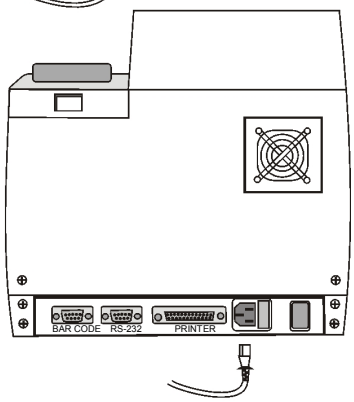

Figure 2-14
2.3.10 Install power wire（Figure2-14）